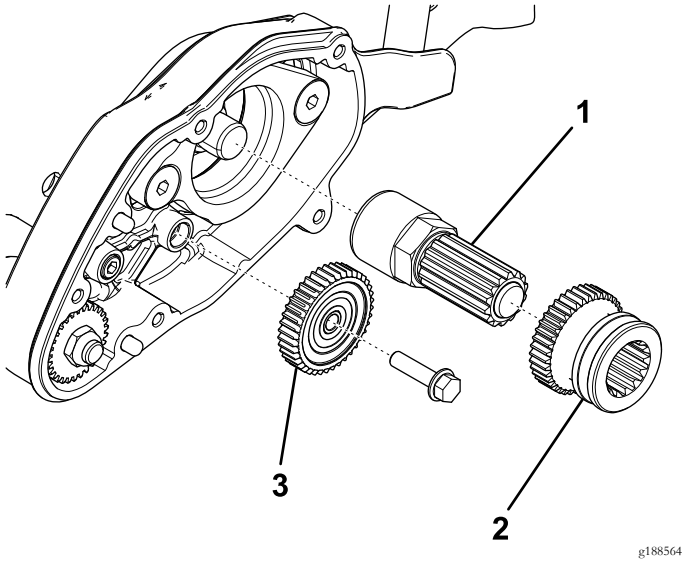

**Figur 2**
4. Ta bort tomgångsväxeln med 40 kuggar (Figur 2).
5. Ta bort drivhjulet och axelenheten från cylinderaxelförlängningen (Figur 2).